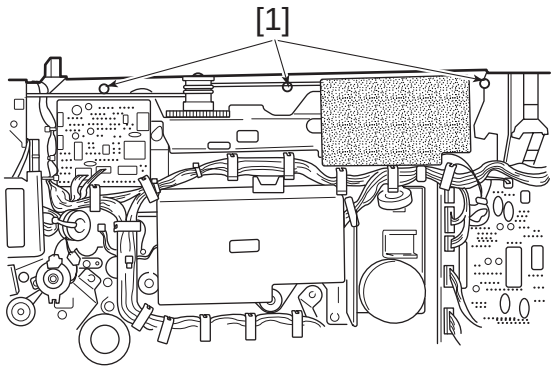

Figure 3-402
2) Remove the three screws [1] shown in Figure 3-402, and detach the upper frame.